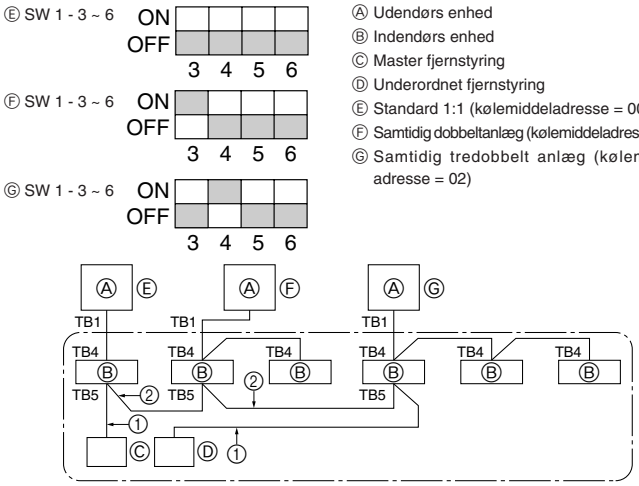

Fig. 9-1
① Tilslut strøm (hovedafbryder).
② Efter at gasstopventilen er lukket, sættes SWP-kontakten på kontrolpanelet på udendørs enheden til ON. Kompressoren (udendørs enhed) og ventilatorerne (indendørs og udendørs enhed) starter og opsamlingen af kølemidlet begynder. LED1 og LED2 på kontrolpanelet på udendørs enheden er tændt.
③ Fordi enheden automatisk stopper i løbet af ca. to til tre minutter efter afslutningen af kølemiddel opsamlingen (LED1 og LED2 er tændt), skal det sikres, at gasstopventilen lukkes hurtigt. Når LED1 og LED 2 er tændt og udendørs enheden er stoppet, skal væskestopventilen åbnes helt, hvorefter trin ② gentages efter tre minutter.
④ Afbryd strømmen (hovedafbryder).
9. Systemkontrol (Fig. 9-1)
9. Systemkontroll (Fig. 9-1) 81